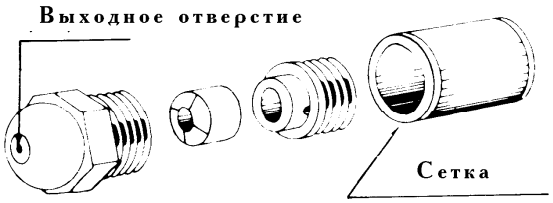

Рис.10
- Разобрать форсунку на части, соблюдая последовательность, показанную на рис.10.